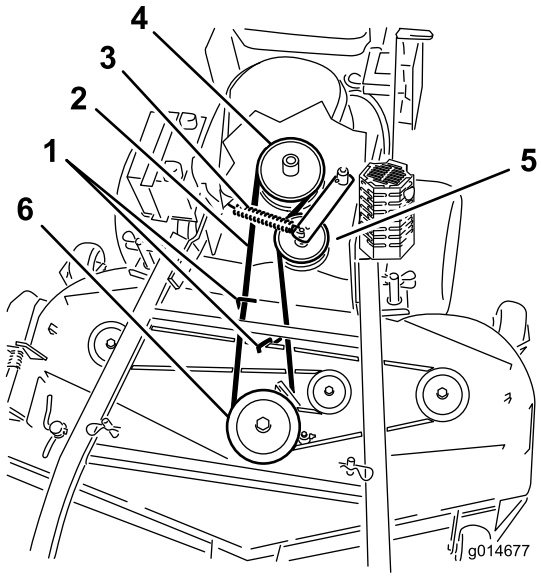
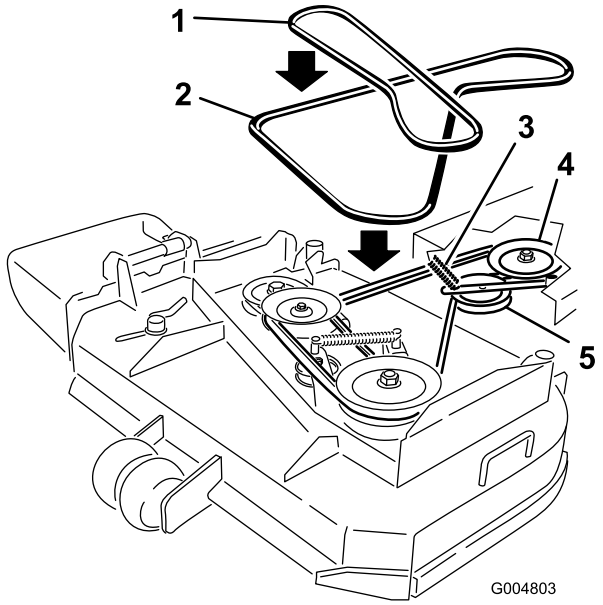

**Figure 50**
**Figure 51**
6. Retirez la courroie de la poulie centrale sur le tablier de coupe (Figure 50). Reportez-vous à la Figure 51 pour enlever la courroie de la poulie gauche sur un tablier de coupe de 36 pouces. Procédez avec précaution lors du retrait de la courroie, car la tension est augmentée par la poulie de tension rappelée par ressort.
7. Retirez la courroie de la poulie de moteur et la poulie de tension rappelée par ressort (Figure 50). Reportez-vous à la Figure 51 pour déposer la courroie des poulies sur le tablier de coupe de 36 pouces.
8. Placez une courroie neuve sur la poulie de moteur et la poulie de tension rappelée par ressort (Figure 50).
9. Installez la courroie sur la poulie centrale du tablier de coupe (Figure 50). Procédez avec précaution lors de la repose de la courroie, car la tension est augmentée par la poulie de tension rappelée par ressort. Reportez-vous à la Figure 51 pour installer la courroie sur la poulie gauche sur un tablier de coupe de 36 pouces.
11. Réglez l'écartement entre le guide et la courroie à 3 mm (1/8") pour les tabliers de coupe de 40, 48 et 52 pouces (Figure 50).